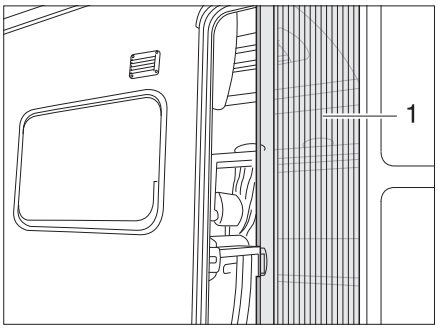

Fig. 24 Insect screen
- Pull out the insect screen completely by the bar (Fig. 24,1).
- Push the insect screen into its initial position by the bar (Fig. 24,1).